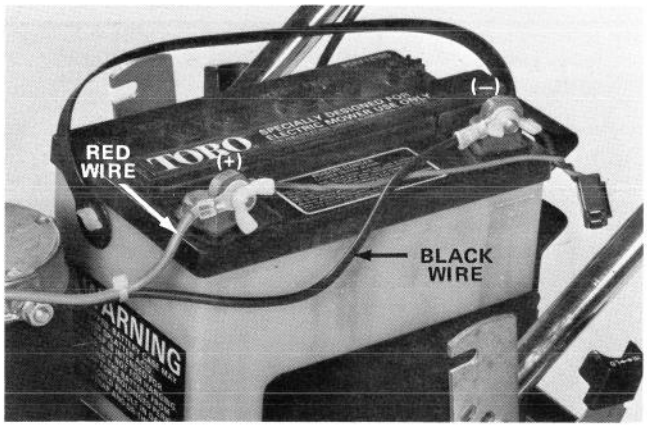

Figure 23
3. Loosen wing nut and remove black battery cable from negative (–) battery terminal (Fig. 23).
4. Loosen wing nut and remove red battery cable from positive (+) battery terminal (Fig. 23).
7. Slide red cable onto positive (+) battery terminal bolt and tighten wing nut securely (Fig. 23). Also slide black cable onto negative (–) battery terminal bolt and tighten wing nut securely (Fig. 23). Do not overtighten the wing nuts.